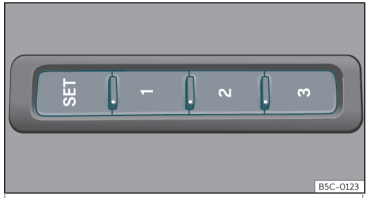

Fig. 104 Sul lato esterno del sedile del conducente: tasti di memoria.
• Premere il tasto SET per più di 1 secondo ››› **fig. 104**.
• Tenere premuto il tasto SET››› **fig. 104**.